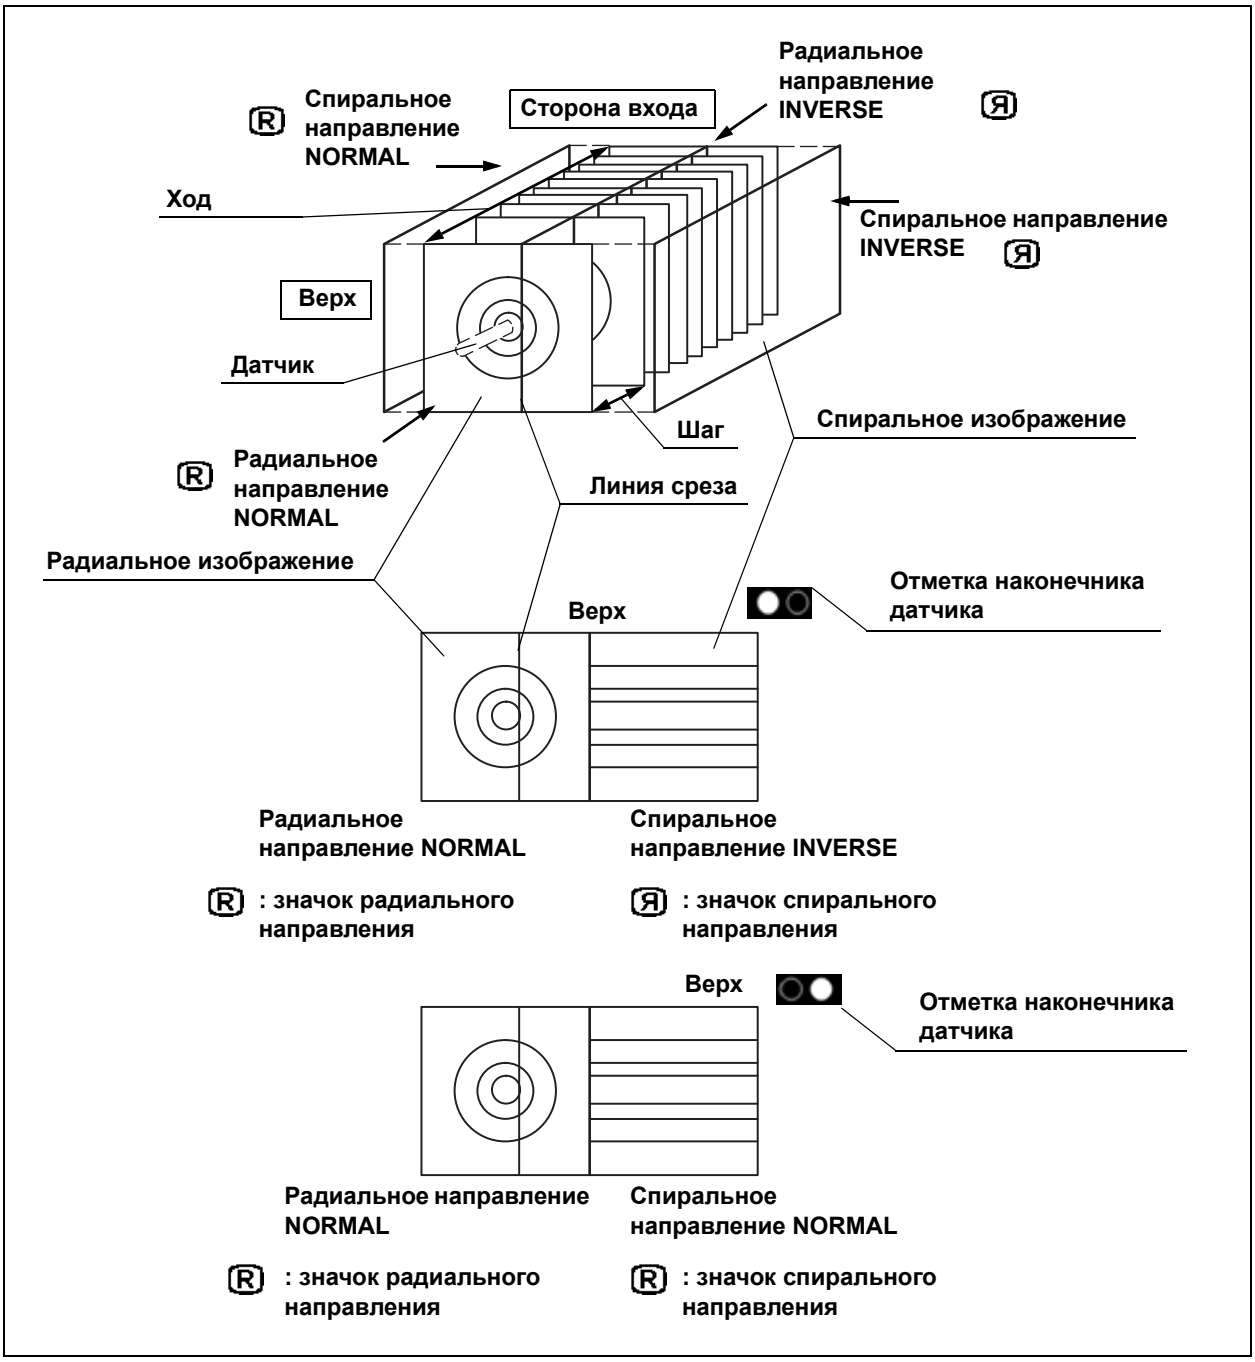

рисунок 7.152
- Информация о взаимосвязи между направлениями ультразвукового изображения и ультразвукового датчика показана на рис. 7.152, 7.153.